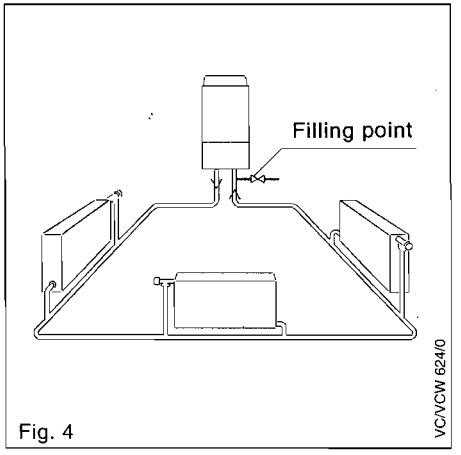

Fig. 4
5.7.1 Single pipe system (Fig. 4)